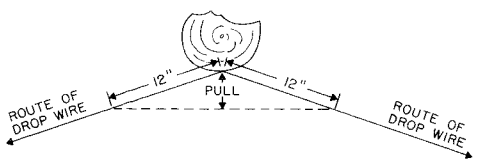

Fig. 2 — Showing Pull on Pole
4.03 In runs along the lead, the maximum number of wires (not spans) that may be attached to a drive hook installed in the cable side of the pole is four in cases where there is no pull on the pole, where the pull is against the pole, or where the pull away from the pole is 4 inches or less as defined in Fig. 2. Where the pull away from the pole is more than four inches, the maximum number is three drop wires.